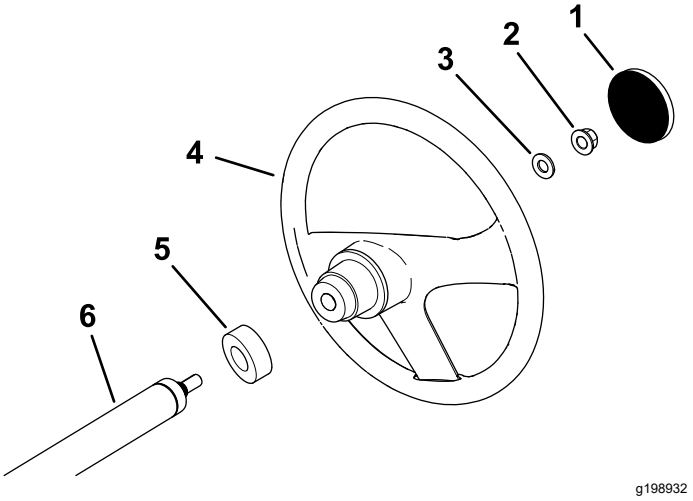

Figura 3
1. Si la tapa está instalada, retírela del centro del volante (Figura 3).
2. Retire la contratuerca (½") de la columna de dirección (Figura 3).
3. Coloque el volante, el protector de polvo y la arandela (½") sobre la columna de dirección (Figura 3).
5. Instale la tapa en el volante (Figura 3).